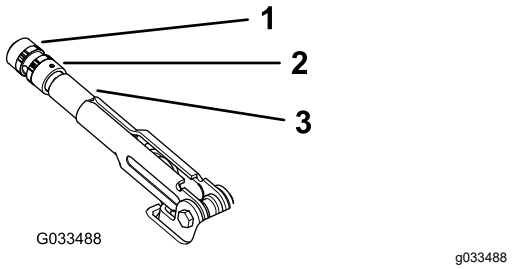

Figur 60
2. Lossa ställskruven som fäster ratten på parkeringsbromsspaken (Figur 60).
3. Vrid vredet (Figur 60) tills kraften för att använda spaken är 20 till 22 kg.
4. Dra åt ställskruven när du är färdig (Figur 60).